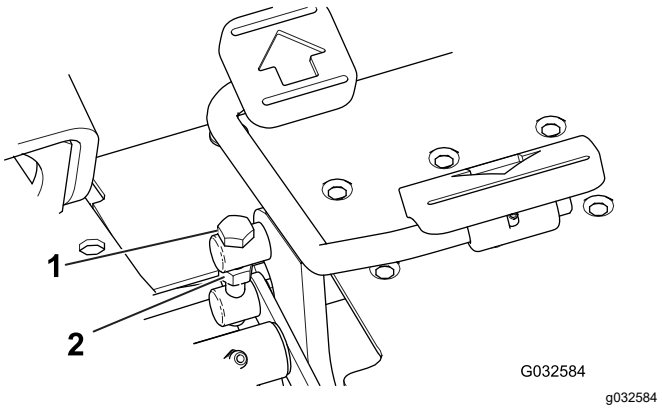

Figura 50
1. Afloje la contratuerca del perno de tope, situado en el lateral del pedal de tracción (Figura 50).